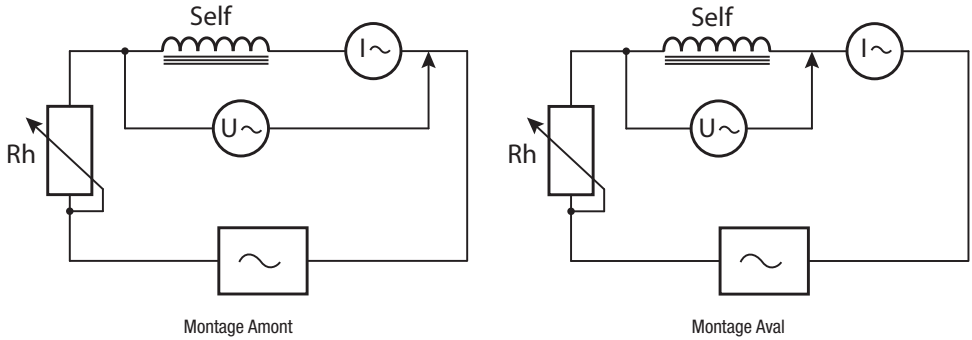

Figure 1
En alternatif (voir la *figure 1*), il faudra préciser si l'on prend le montage amont ou le montage aval. On s'efforcera de régler **I** pour que le courant qui traverse la bobine soit à peu près du même ordre de grandeur que celui qui circule dans la bobine en service normal.
1. Faire le montage de la *figure 1* en cherchant quel est le meilleur montage à effectuer.